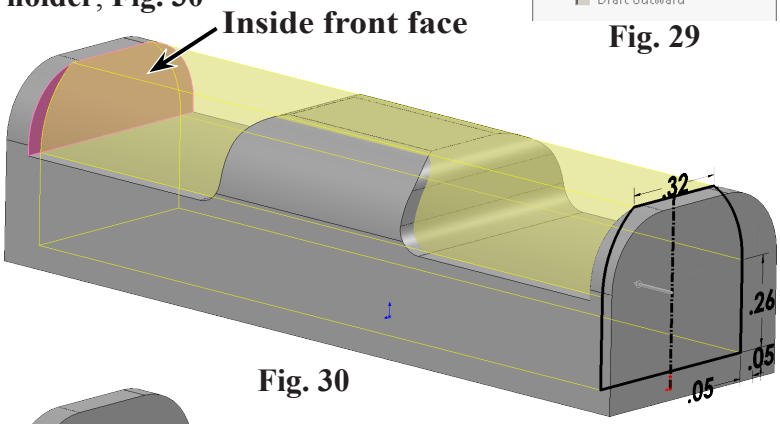

Fig. 30
Step 15. Rotate view to view **inside front face at the other end of holder**, hold down middle mouse button (wheel) and drag to rotate view, **Fig. 30**.
click **inside front face of holder**, **Fig. 30**